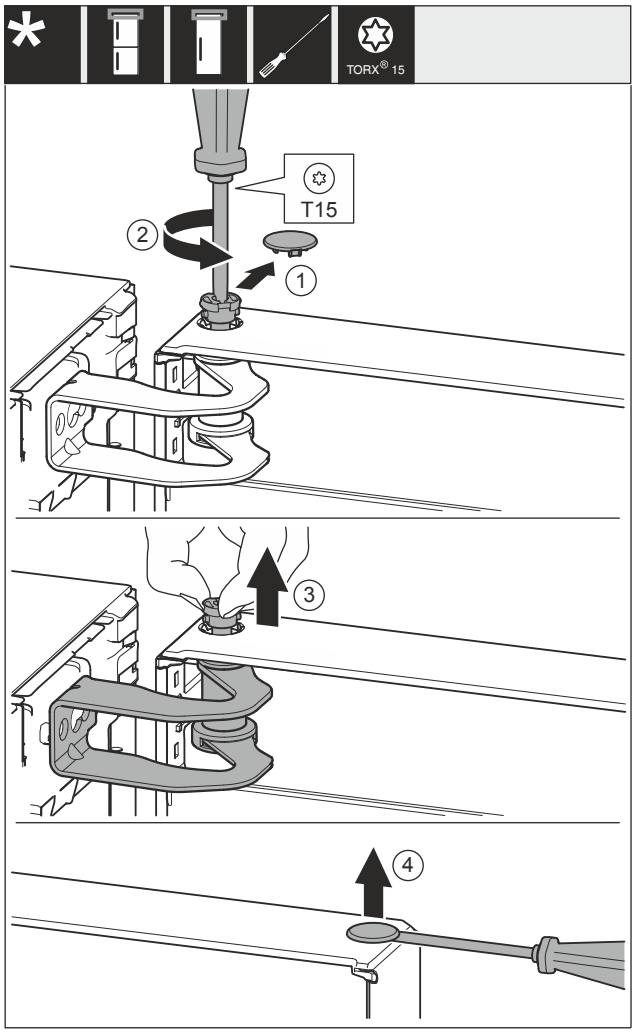

*Fig. 12*
▶ Opatrně sejměte kryt *Fig. 12 (1)*.
▶ Šroubovákem o kousek vyšroubujte čep *Fig. 12 (2)*.
▶ Čep *Fig. 12 (3)* vytáhněte prsty.
▶ Kryt *Fig. 12 (4)* opatrně nadzvedněte šroubovákem a odstraňte.